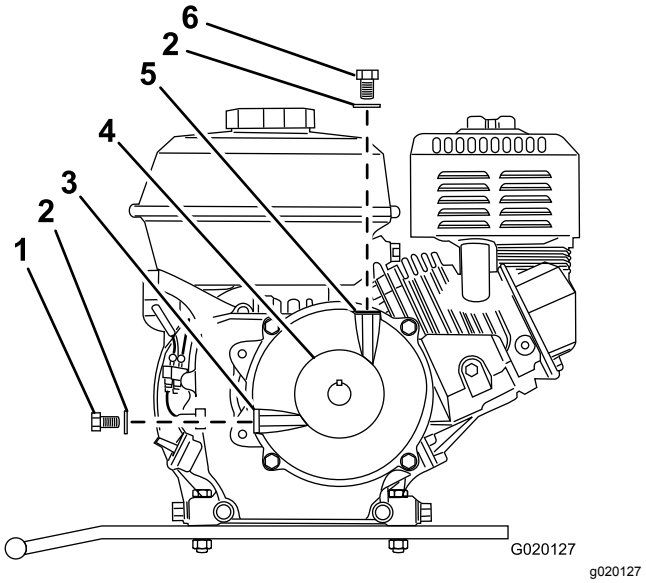

Figure 63
6. Remove the filler bolt and washer from the filler port on the top of the reduction case (Figure 63).
7. Remove the oil-level-check bolt and washer from the oil-level port in the side of the reduction case (Figure 63).
12. Install the oil-level-check bolt and washer to the oil-level port of the reduction case, and tighten the bolt (Figure 63).
13. Install the filler bolt and washer to the filler port of the reduction case and tighten the filler bolt (Figure 63).